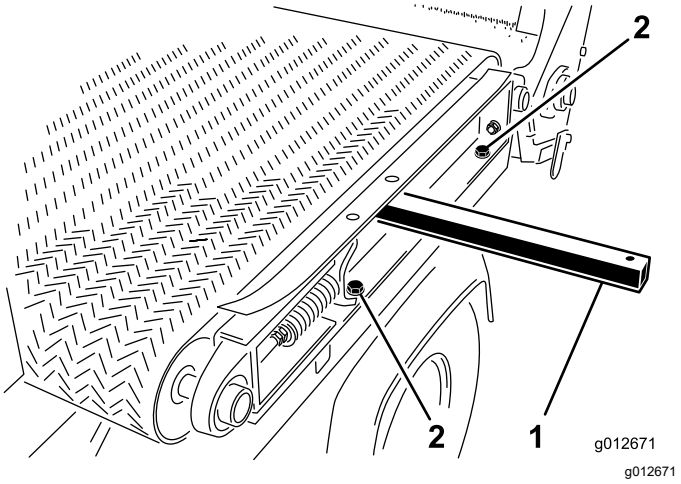

**Figur 35**
1. Montera glidflaksskenan på det vänstra stänkskyddet (Figur 35) på maskinens vänstra sida med de två huvudskruvarna och två brickorna som du tog bort i Demontera glidflaket (sida 22) och dra åt huvudskruvarna.